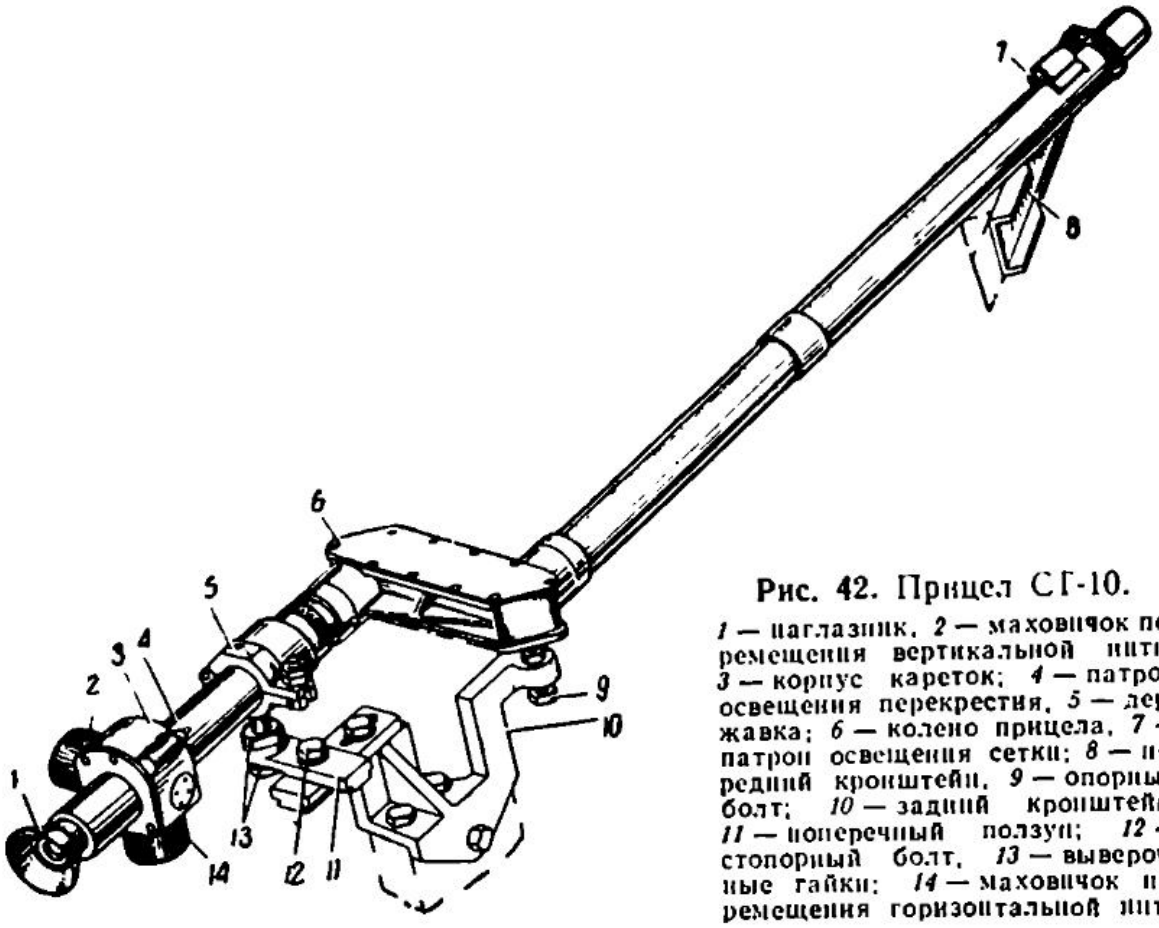

Рис. 42. Прицел СГ-10.
Прицел представляет собой длинную колейчатую трубу (рис. 42), в которой смонтирована оптическая телескопическая система. В окулярной части корпуса *3* прицела установлены каретки с горизонтальной и вертикальной нитями. Маховичок *2* служит для перемещения вертикальной нити, маховичок *14* — для перемещения горизонтальной нити.
— вращая маховичок *2* (рис. 42), установить вертикальную нить перекрестия прицела на нулевой штрих шкалы боковых поправок;
1. Вращая маховичок *14* (рис. 42), совместить горизонтальную нить перекрестия прицела с делением шкалы в соответствии с дальностью до цели.